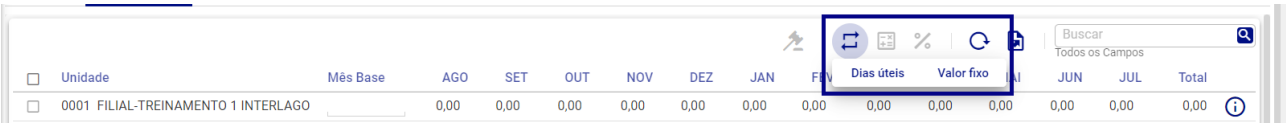

Figura 324: Modalidades Dias Úteis Valor Fixo
2. Escolha uma das modalidades (Figura 324):